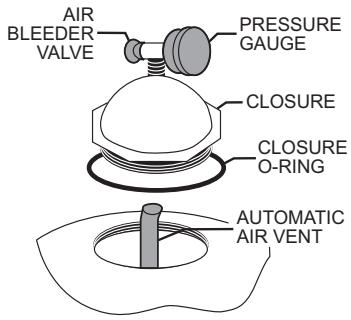

Figure 1
10. Verify the Automatic Air Vent is protruding into the center of the Closure, as shown in **Figure 1**.
12. Install the pressure gauge and air bleeder valve onto the closure. Refer to **Figure 1**.